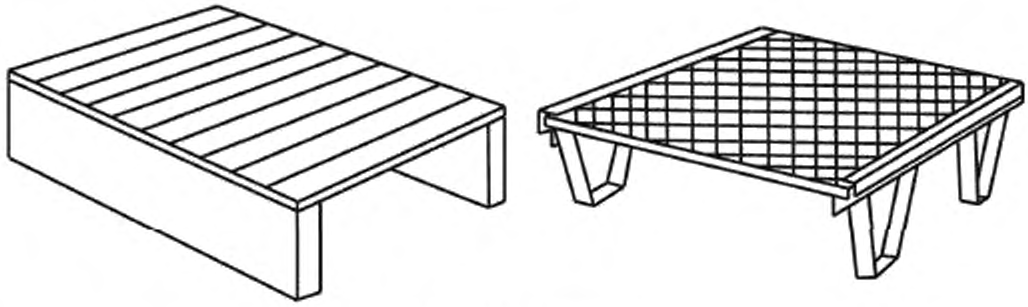

Рисунок 4 — Стеллажи
3.3 **поддон-платформа (стеллаж):** Платформа с двумя поперечными опорами или четырьмя опорными ножками и со свободным проемом между ними (см. рисунок 4). en stillage fr palette haute